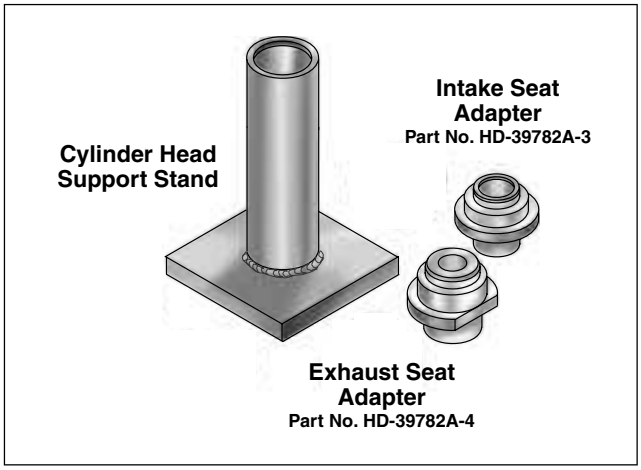

Figure 3-67. Cylinder Head Support Stand (Part No. HD-39782A)
a. Insert sleeve of intake or exhaust seat adapter into tube at top of support stand. See Figure 3-67.